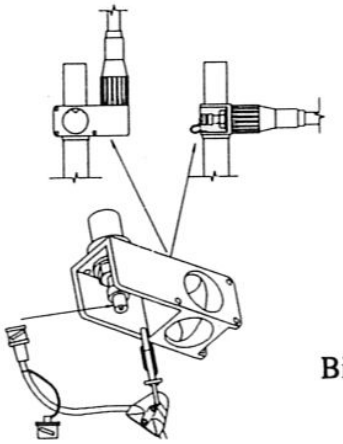

Bild 3
4. Skruva ihop antennen, bestående av två spröt. Skruva fast antennen på antennfästet. Trä antennfästet på toppen av masten. Man kan välja vertikal eller horisontal polarisation, bild 3.
5. Linda av antennkabeln. Anslut kabeln till antennfästet. Sätt fast avbäringens karbinhake i ett av hålen, bild 3.